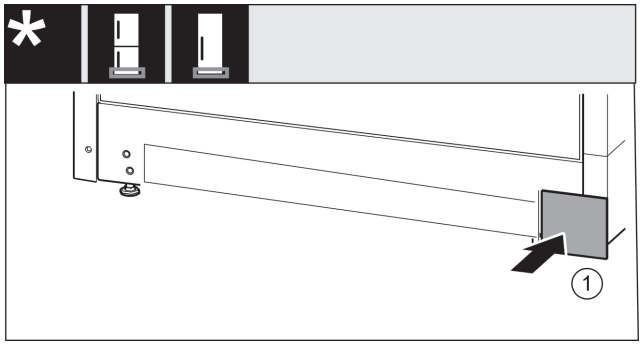

Fig. 16
- ▶ Sett på dekselet på den andre siden igjen. *Fig. 16 (1)*